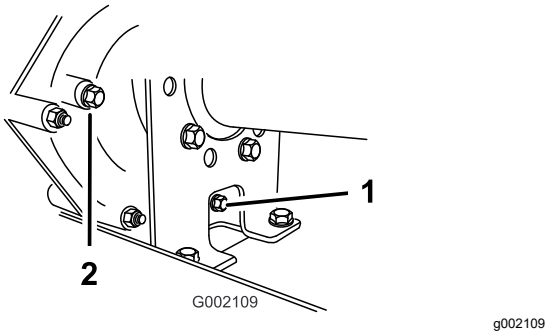
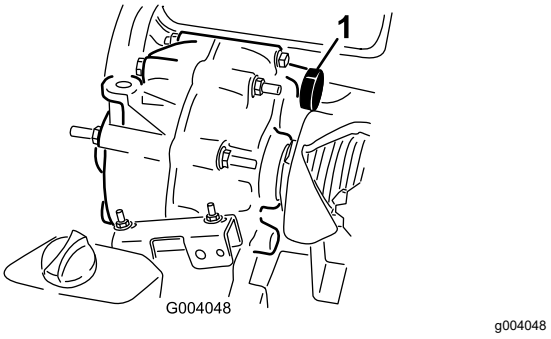

**Figur 56**
**Figur 57**
2. Tør området omkring påfyldnings- og aftapningsproppen ren med en klud (Figur 56).
4. Afmonter påfyldningsproppen ved at dreje den mod uret (Figur 56).
5. Afmonter aftapningsproppen ved at dreje den mod uret (Figur 56).
6. Monter og tilspænd aftapningsproppen og pakningen i aftapningsproppens åbning i transmissionen (Figur 56).
7. Fyld beholderen (Figur 57) gennem påfyldningsproppens åbning med cirka 1,4 liter af den angivne væske, eller påfyld, indtil væskestanden i transmissionen er på niveau med bunden af gevindene. (Figur 56).
8. Monter og tilspænd påfyldningsproppen og pakningen i påfyldningsproppens åbning på transmissionen (Figur 56).
10. Kontroller væskestanden, og fyld mere væske på, hvis niveauet er under gevindene i påfyldningsproppens åbning (Figur 56).